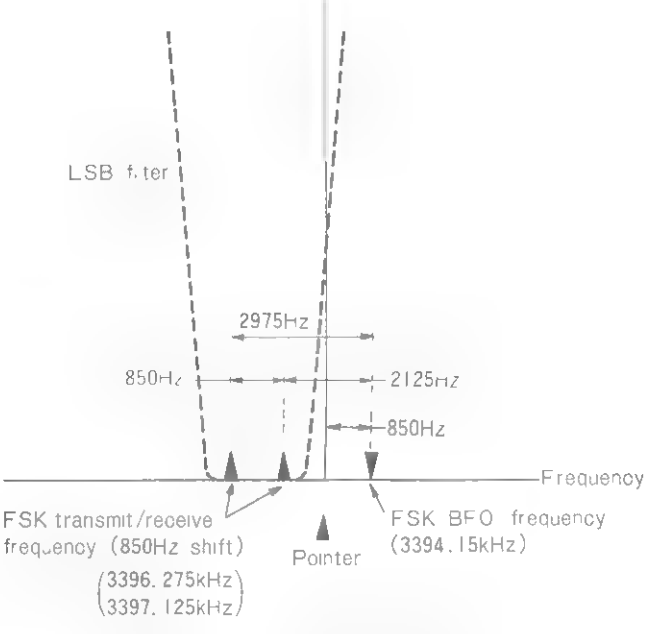

FIGURE 9. Dial Pointer Calibration for FSK Operation
**FSK OPERATION** (See Figure 9)